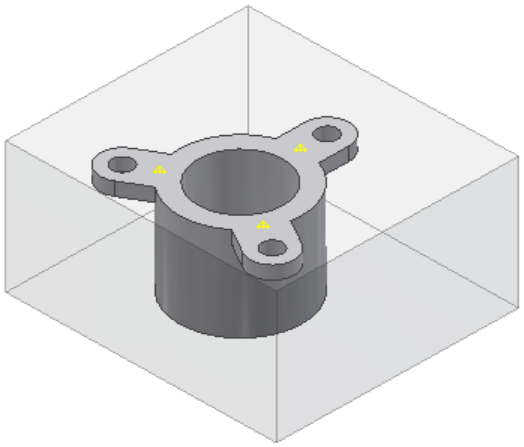

Figure 19-73 *The workpiece created*
3. Choose the **OK** button from the dialog box; the workpiece is created, refer to Figure 19-73.